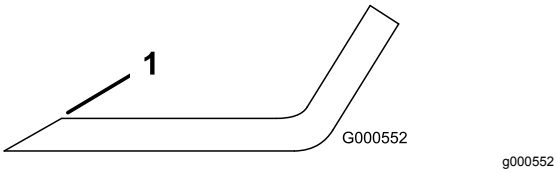

Figur 61
1. Bruk en fil til å slipe eggen i begge ender av kniven (Figur 61).
Merk: Hvis kniven ikke er i balanse, filer du bort litt av metallet på enden av vingeområdet (Figur 61).